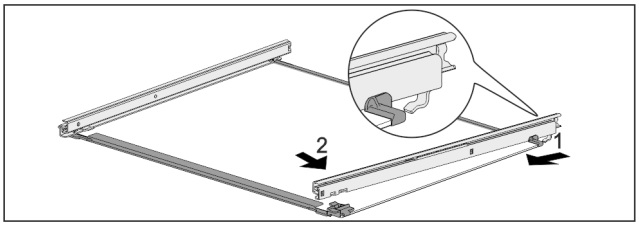

Fig. 121 Placa de sticlă cu șine
▶ Agățați șina în partea din spate. *Fig. 121 (1)*
▶ Închichetați șina în partea din față. *Fig. 121 (2)*